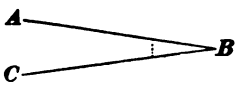

FIG. 6.
24. An **angle** is the opening between two lines which intersect or meet; the point of meeting is called the **vertex** of the angle. Angles are distinguished by naming the vertex and a point on each line. Thus, in Fig. 6, the angle formed by the lines $A\,B$ and $C\,B$ is called the angle $A\,B\,C$, or the angle $C\,B\,A$; the letter at the vertex is always placed in the middle. When an angle stands alone so that it cannot be mistaken for any other angle, only the vertex letter need be used. Thus, the angle referred to might be designated simply as the angle B.